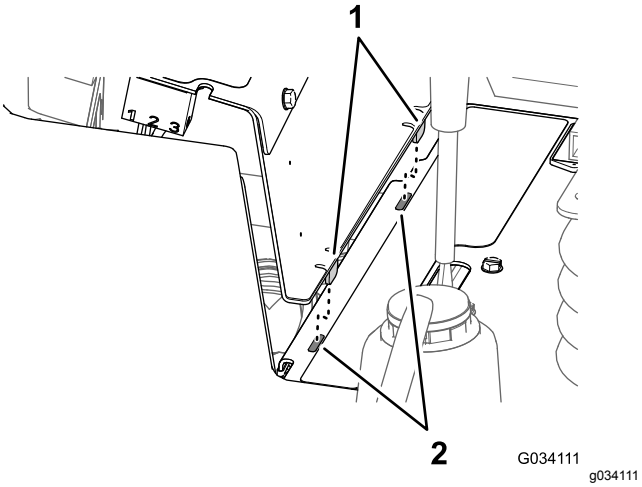

Figur 55
2. Rikta in de två flikarna längst ned på sidopanelen med de två spåren i konsolens ram (Figur 55).